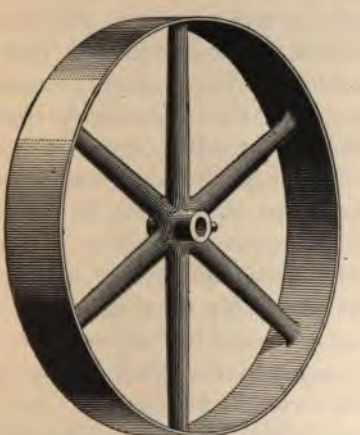
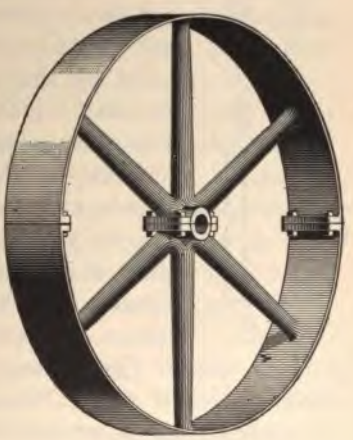

FIG. 11.
FIG. 12.
9. Pulleys for the transmission of power by belts may be divided into two principal classes: (1) The *solid pulley* shown in Fig. 11, in which the hub, arms, and rim are one entire casting. (2) The *split pulley* shown in Fig. 12, which is cast in halves.